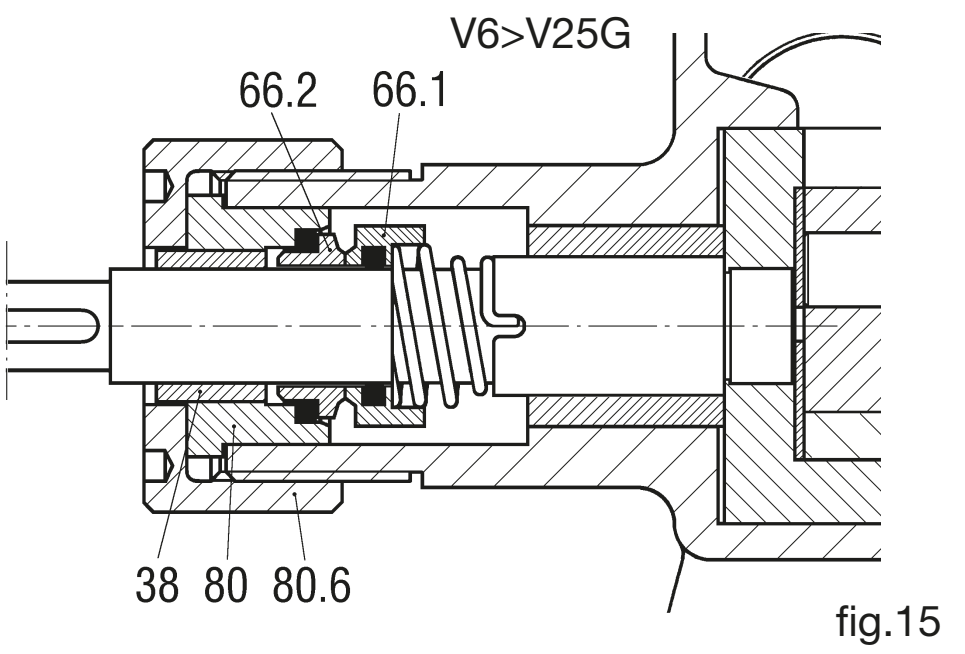

fig.15
11.8 Démontage de la garniture mécanique ST5, ST6 des pompes en fonte de V6 à V25 (fig. 15)